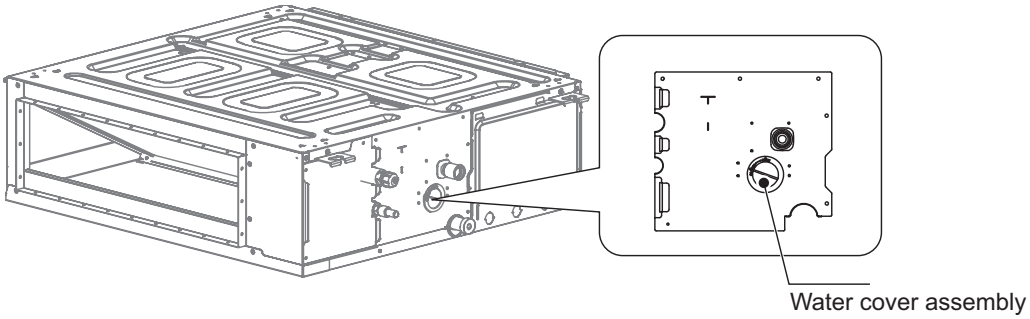

Fig. 50 —Water Drainage Test
c. If water is drained through the indoor unit drain pump, loosen the water cover (black round plastic piece) on the unit during the drainage test and check whether the drain pump is operating. If the drain pump has not been started, check whether the drain pump has malfunctioned. Note: The drain pump only starts in cooling mode. While in heating mode, the drain pump remains turned off. After the water drainage test is completed, install the water cover assembly in position. For details on water cover assembly and the water injection pipe, see Fig. 50 below.